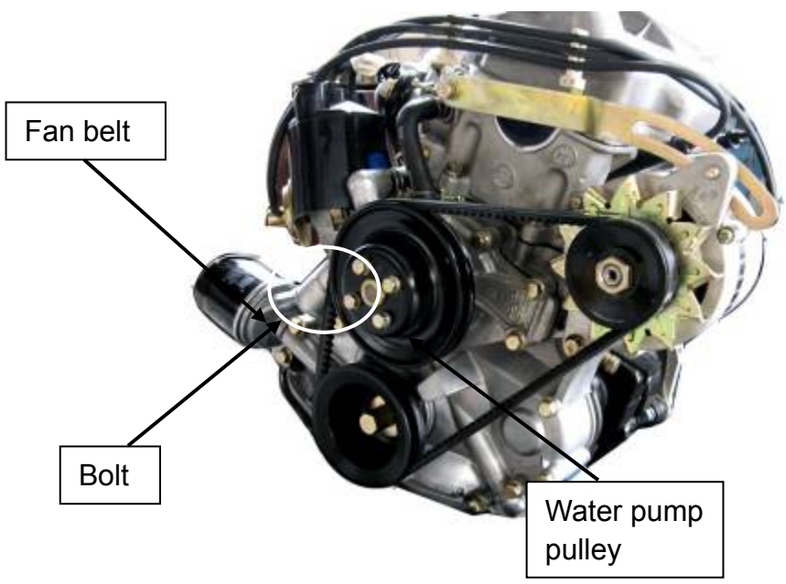

Figure 53
4. Fix the sprocket. Mark on the sprocket must be in straight line to the single white link on the timing chain. (See Figure 53)
3) Check the anchor hole, if it is not on the direction shown by Fig. Repeat above 1 as to obtain the hole position shown by Figure 53.